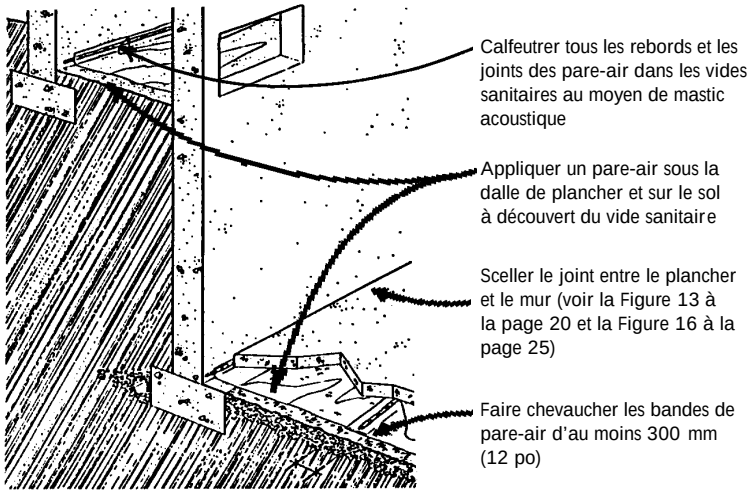

Figure 17. Pare-air de polyéthylène pour vide sanitaire et dalle de plancher de sous-sol
- **Sol à découvert.** On peut recouvrir le sol à découvert du vide sanitaire d'une membrane dont les joints et les rebords auront été hermétiquement scellés (voir la **Figure 17, page 26**). Si la dalle de plancher du sous-sol n'est pas continue (p. ex. lorsqu'il y a une chambre froide), on doit recouvrir le sol à découvert de béton coulé.
- Installer une membrane d'au moins 0,15 mm (0,006 po) en polyéthylène sous la dalle du plancher du sous-sol ou sur le sol à découvert des vides sanitaires (voir la **Figure 17** à la **page 26**). Les joints de la membrane doivent se chevaucher sur au moins 300 mm (12 po). Dans les vides sanitaires, on doit sceller les joints et les rebords avec un mastic acoustique. Privilégier les produits plus résistants que le polyéthylène ordinaire, comme le polyéthylène stratifié croisé.